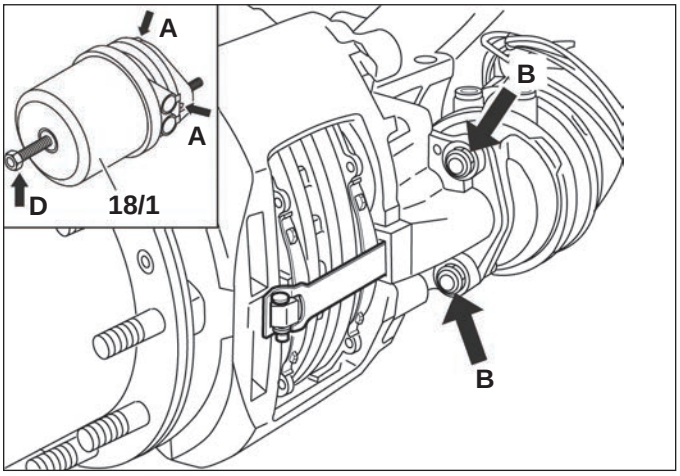

Figure 43 – Actuator Spring Caging and Removal
5.4.3 With the vehicle on a level surface and the wheels properly chocked, apply air to release the spring brakes (parking brakes) by using the dash-mounted air control valve. Back out the release bolt (*See Figure 43, arrow "D"*), using a maximum torque of 26 ft-lbs (35 Nm) to cage the air released spring force on the pushrod.
5.4.5 Exhaust the air from the brake chambers by using the dash-mounted air control valve. With all air pressure drained from the system, disconnect the air hoses from the brake chamber. While supporting the brake chamber in position, remove and discard the brake chamber mounting nuts (*See Figure 43, arrows marked "B"*). Remove the brake chamber.
Note: Where a new spring brake chamber is being installed, note that in some cases drain plugs are installed *(See Figure 43, arrows marked "A").* Where drain plugs are present, after installation, remove whichever plug is at the lowest position. The selected drain hole must be aligned downwards (or within ±30°) when installed on the vehicle. In the case of spring brake chambers, install the pads before uncaging the spring.